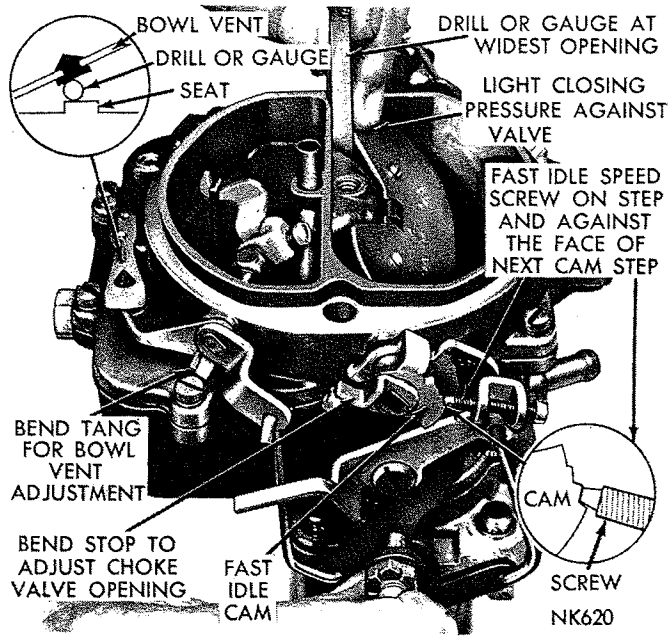

***Fig. 10—Fast Idle Cam Position Adjustment***
(1) With fast idle speed adjusting screw contacting step on fast idle cam shown in (Fig. 10), move choke valve toward closed position with light pressure. Insert a Number 30 drill between choke valve and wall of the air horn.
(2) An adjustment will be necessary if a slight drag is not obtained as the drill or gauge is being removed.
(3) If an adjustment is necessary, bend stop on choke shaft, using Tool T109-22 until correct valve opening has been obtained. Refer to (Fig. 10).